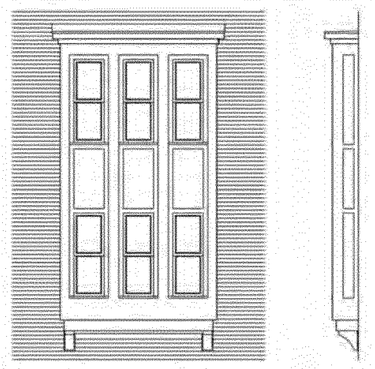

*Figure 23*
- Bay windows on frontage elevations shall extend to the ground or visually appear to be structurally supported by brackets. See Figure 23.